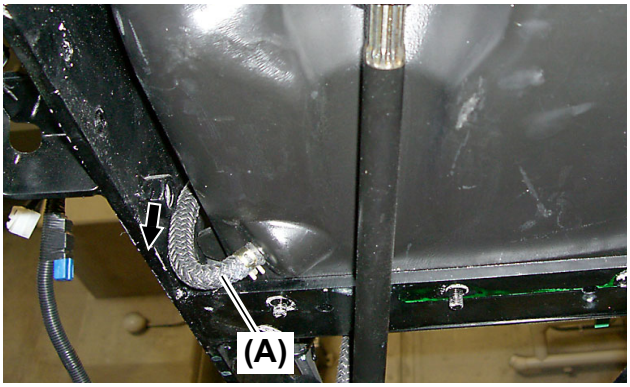

Fig. 2
3. Pull out the hose **(Fig. 2, (A))** connected to the fuel tank bottom downward. Remove the pin plugging the fuel line and drain the fuel (See page 10-176, "32. Fuel Filter and Fuel Feed Pump").